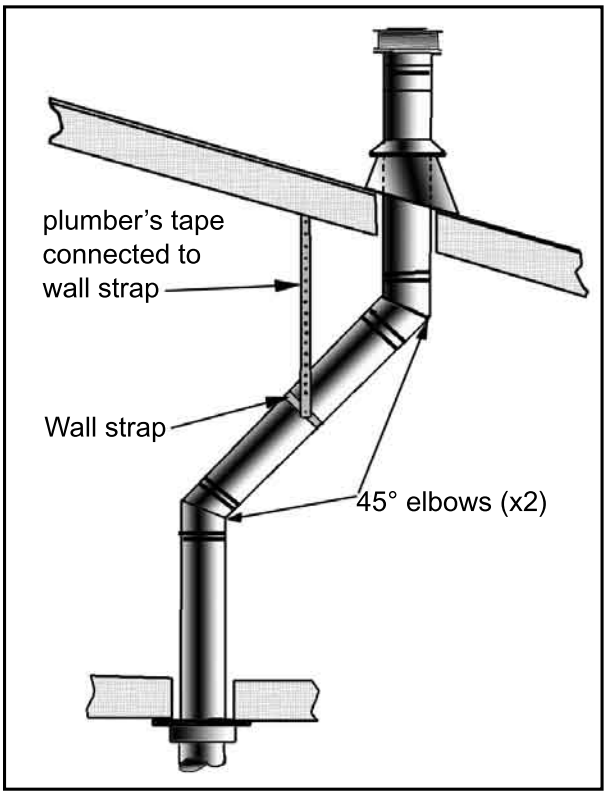

**Figure 25: Use of Wall Straps.**
**(1)** If an offset is necessary in the attic to avoid obstructions, it is important to support the vent pipe every 3 feet (914 mm), to avoid excessive stress on the elbows, and possible separation. Wall straps are available for this purpose (see Figure 25).